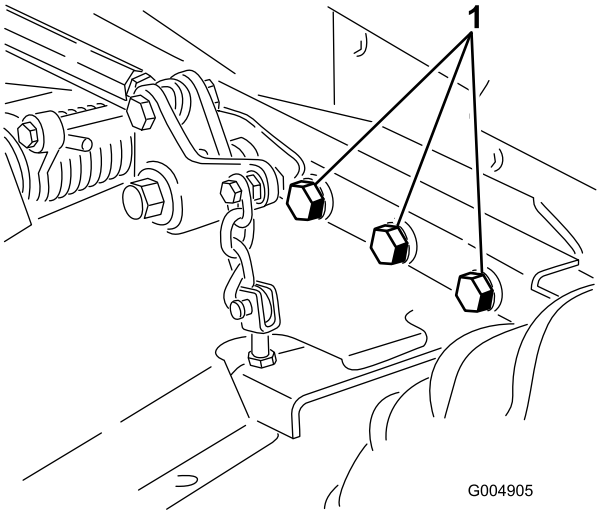

Figur 66
4. Kontrollera alla fästelement och dra åt dem om de är lösa. Dra särskilt åt de sex skruvarna som fäster klippdäcksramen på traktorenheten (Figur 66) till ett moment på 359 Nm.